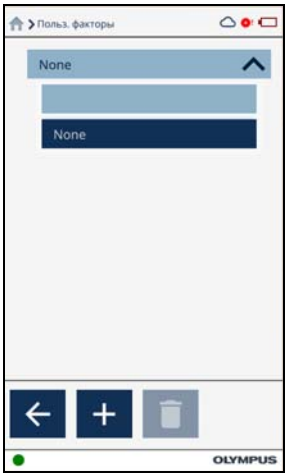

Рис. 2-16 Доступные пользовательские факторы
1. Щелкните на стрелку Вниз для отображения списка доступных пользовательских факторов (см. Рис. 2-16 на стр. 30).